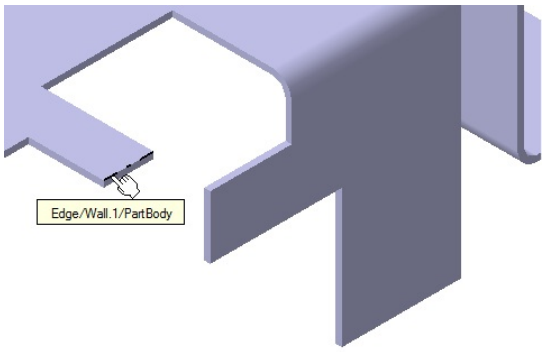

Figure 15-130 *Selecting an edge*
f. Add another flange on the edge of the wall on edge feature, refer to Figures 15-130 through 15-133.
2. Set the value **19** in the **Length** spinner; **90deg** in the **Angle** spinner; and **2** in the **Radius** spinner. Select the edge of the base wall, as shown in Figure 15-130.